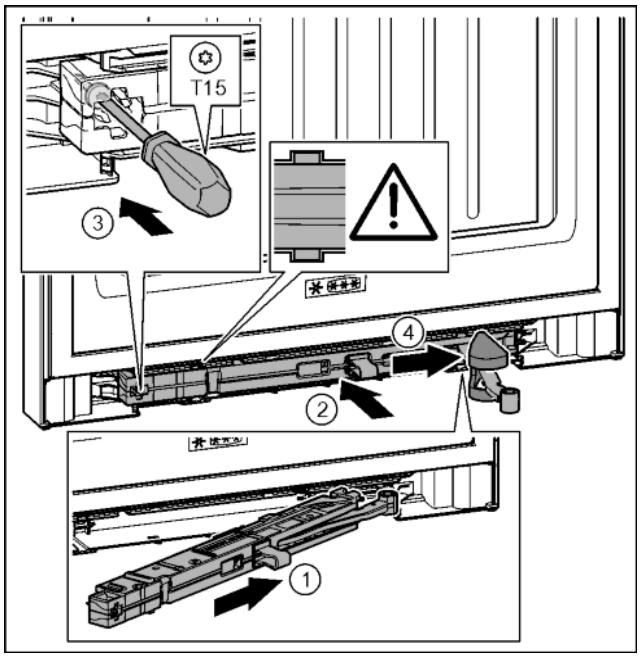

Fig. 37
▶ Slide the soft-stop mechanism on the bearing bracket at an angle into the gap as far as the limit stop. *Fig. 37 (1)*
▶ Slide the soft-stop mechanism fully into the gap. *Fig. 37 (2)*
▶ Tighten the screw with the T15 screwdriver. *Fig. 37 (3)*
▶ Slide the cover over the hinge. *Fig. 37 (4)*